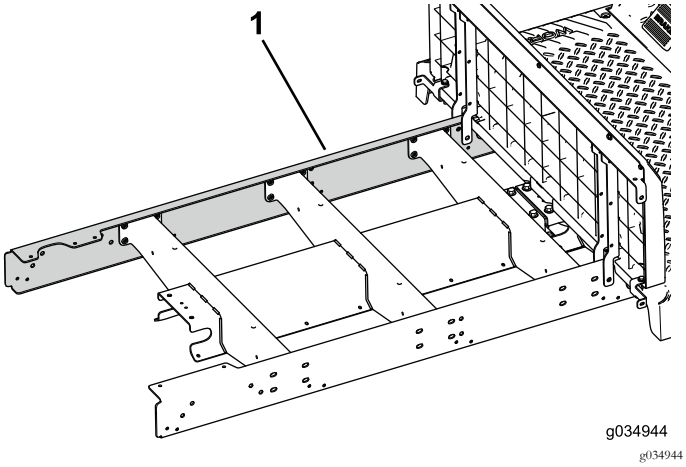

Figur 25
5. Monter forlængerskinnen løst på maskinens venstre side (Figur 25).